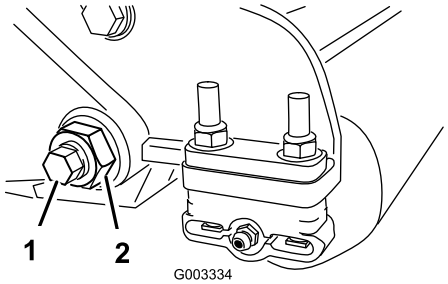
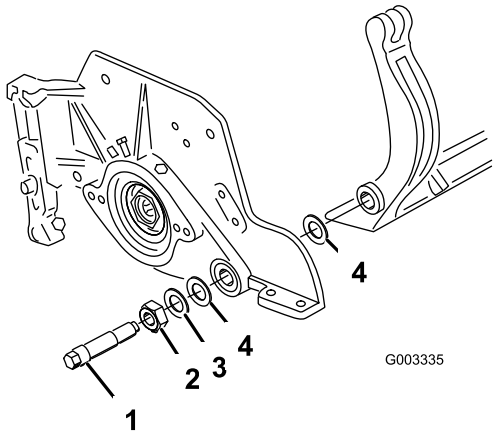

Figur 26
Figur 27
3. Løsn den låsemøtrik, som fastgør bundtværstangens bolt, på hver side af maskinen (Figur 26).
4. Afmonter bundtværstangens bolte, så bundtværstangen kan trækkes nedad og fjernes fra maskinen (Figur 26). Der skal være 2 nylonskiver og 1 præget stålskive på hver ende af bundtværstangen (Figur 27).
2. Fastgør bundtværstangen på hver sideplade med boltene (møtrikker på bolte) og 6 skiver. Der skal placeres en nylonskive på hver side af sidepladens nav. Anbring en stålskive på ydersiden af hver nylonskive (Figur 27). Tilspænd bundknivens bolte med et moment på 37–45 Nm. Tilspænd låsemøtrikkerne, indtil den udvendige stålskive holder op med at dreje og endeslør er fjernet, uden at overspænde eller bøje sidepladerne. Indvendige skiver har muligvis et mellemrum.